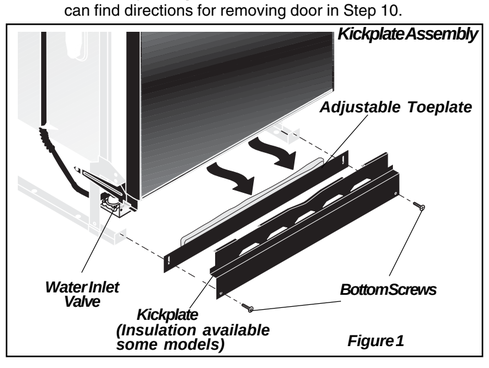

Figure 1
1. Remove two (2) screws at front of the kickplate assembly using a #2 Phillips screw driver.
2. Tilt and pull forward to remove. **See Figure 1.**